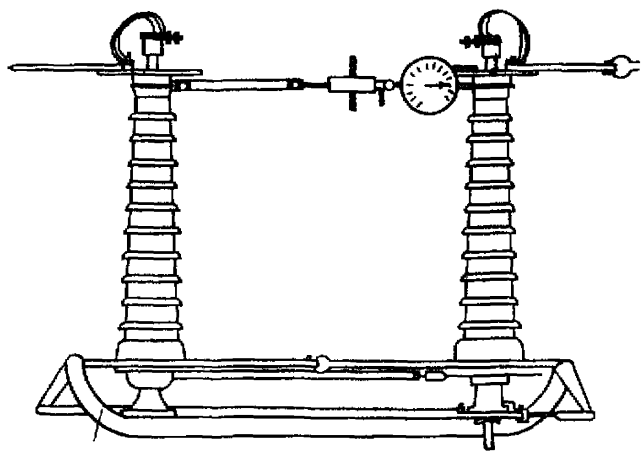

Рис. 4. Общий вид полюса отделителя с приспособлением П-1 для механических испытаний изоляторов
03.3. Установить приспособление П-2 на отделителе аналогично рис.4.